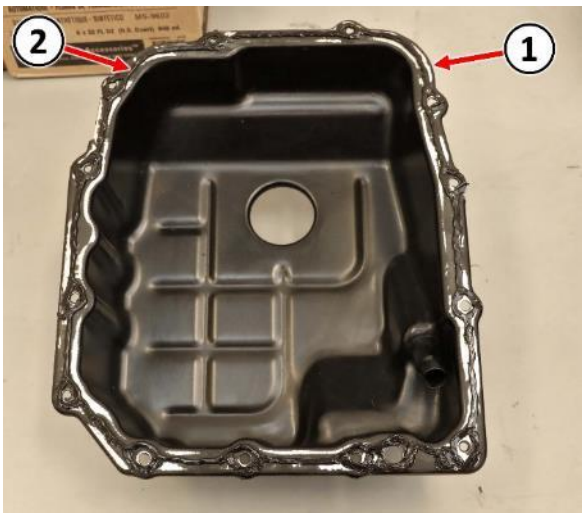

Figure 46 – Valve Body Oil Pan
90. Clean the mating surfaces on the valve body oil pan (1) then apply a bead of MOPAR® ATF RTV (MS-GF41) (2) to the oil pan (1) sealing surface (Figure 46).